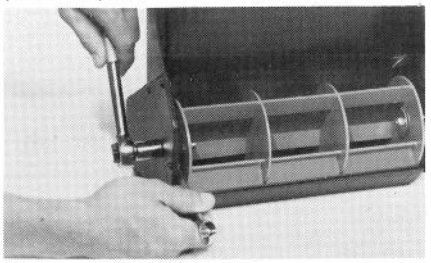

Abbildung 11
1. Stift, Sicherungsmutter und Unterlegscheibe am Räumwerk mit einem 9/16-Zoll offenen Schraubenschlüssel und einem 9/16-Zoll Steckschlüssel abnehmen (Abb. 11).